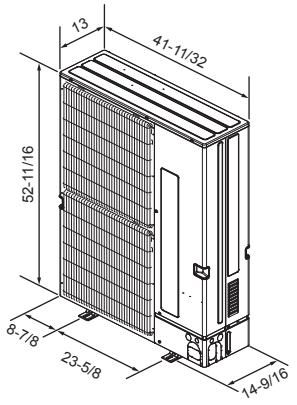

Fig. 3-1
3.3. Dimensions extérieures (Appareil extérieur) (Fig. 3-1)